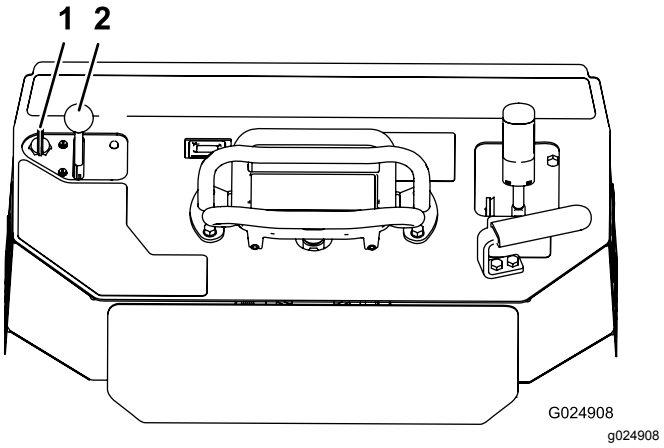

Figur 18
1. För gasreglaget till mittläget mellan det LÅNGSAMMA och det SNABBA läget (Figur 18).
2. Vrid nyckeln till det PÅSLAGNA läget (Figur 18). Släpp nyckeln när motorn startar.
3. För gasreglaget till önskat läge (Figur 18).
2. För gasreglaget till det LÅNGSAMMA läget (Figur 18).